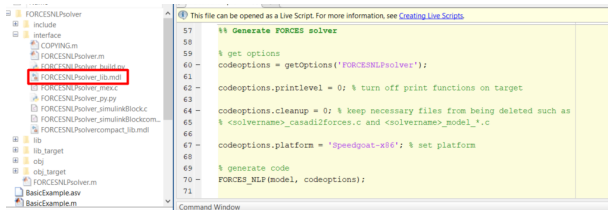

Figure 10.64: Open the generated Simulink solver model.
5. (Figure 10.64) Open the `FORCESNLPsolver_lib.mdl` Simulink model file, contained in the `interface` folder of the `FORCESNLPsolver` folder created during code generation.